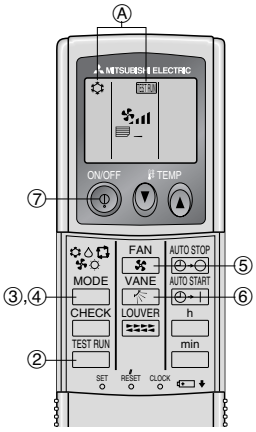

Fig. 7-2
7.2.2. Al usar el controlador remoto inalámbrico (Fig. 7-2)
① Encienda la unidad al menos 12 horas antes de la prueba de funcionamiento.
② Pulse el botón TEST RUN dos veces seguidas.